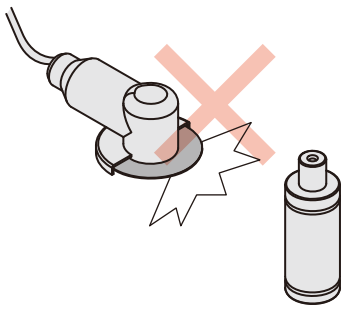

图 4
- 切勿在氮气弹簧付近进行打磨、焊接等作业。 不得已而作业时，应利用纱布、罩板等遮盖，以免粉尘及焊碴等喷溅到氮气弹簧上。尤其勿使活塞杆附着异物或受伤，以免引起漏气。（图4）